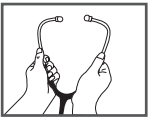

Fig. 1
2. Para reducir la tensión del resorte, agarre cada tubo auricular en su curva y tire suavemente hacia afuera como se muestra en la Fig. 1.